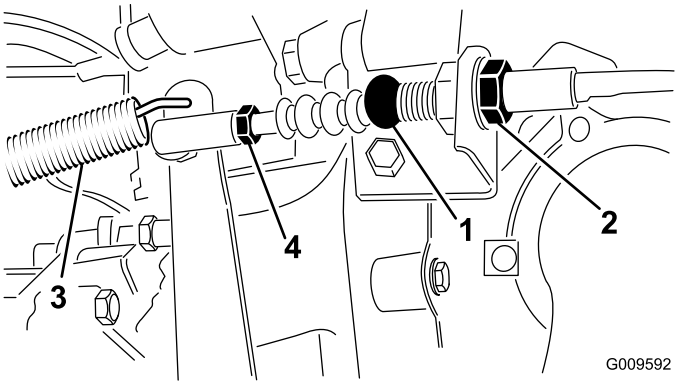

**Figur 65**
1. Løsn de kontramøtrikker, der fastgør koblingskablet til konsollen på klokkehuset (Figur 65).